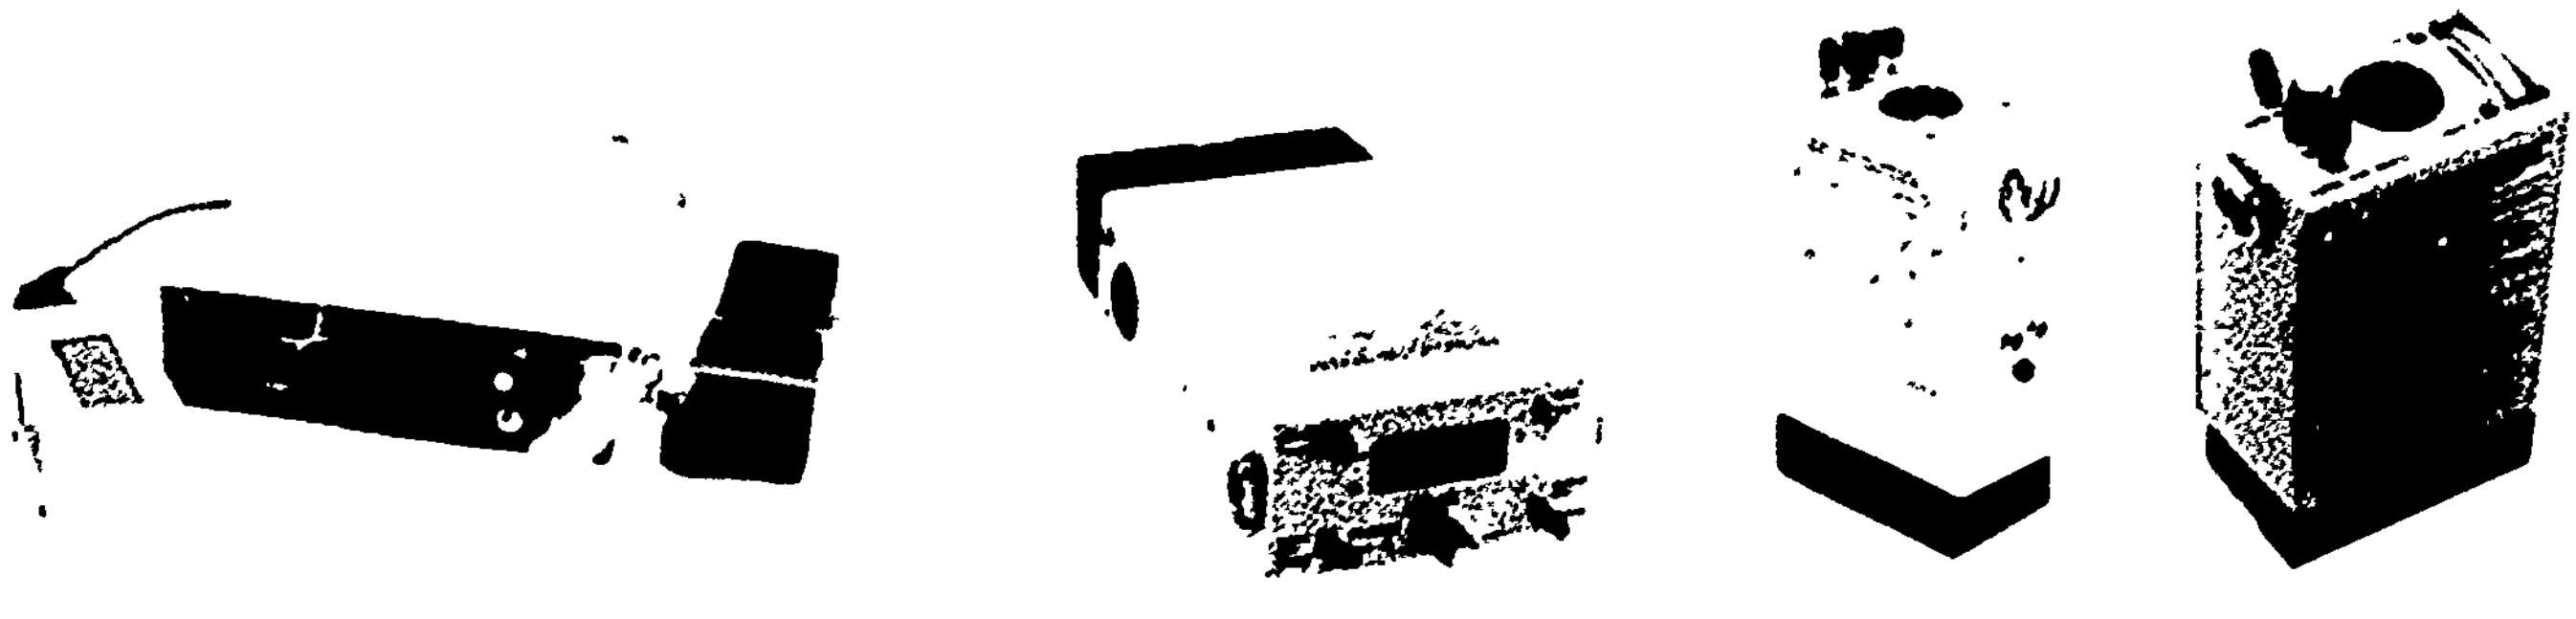

Fig. 20.8 Gas-detection instruments (toxic gas, combustible gas and oxygen deficiency)
Perhaps the greatest threats to operators working in manholes are air contamination or depletion of oxygen. Many operators have lost their lives because of leaking gas mains, decaying vegetation or other gases. Never enter a manhole without checking the atmosphere for (1) sufficient oxygen, (2) presence of toxic gases (hydrogen sulfide), or (3) explosive conditions (methane or natural gas). In any event, always provide adequate ventilation. This will remove any hazardous gases. To check the safety of the atmosphere in a manhole, use a gas-detection instrument (Figure 20.8). These devices can detect explosive gases, oxygen deficiency, and/or toxic conditions. Remember, just because there are no toxic or explosive gases present does not mean that you may not lose your life because of a deficiency of oxygen. Normal air contains about 21 percent oxygen. The first effects of insufficient oxygen occur when the oxygen content drops to about 15 percent. Operators who work around manholes should be trained in applying artificial respiration (C.P.R).